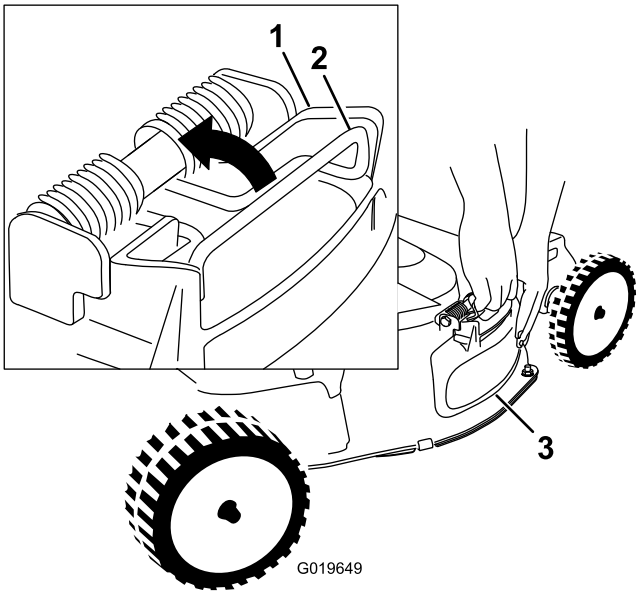

Figura 26
4. Togliete il deflettore di scarico laterale sollevando la molla che fissa il deflettore in posizione e rimuovendo il deflettore stesso (Figura 26).